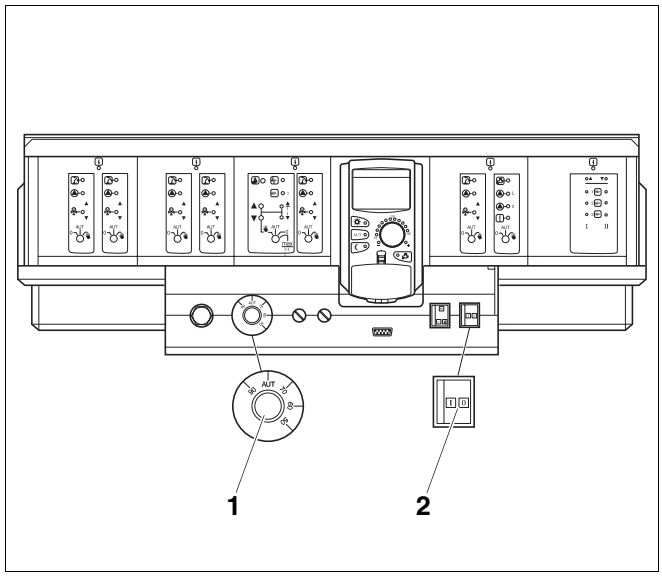

Afb. 34 Regelsysteem Logamatic 4000
- Plaats, voor de ontstoring, de bedrijfsschakelaar (afb. 34, **pos. 2**) in positie "0" (uit).
Stel, na een wachttijd van ca. 3 seconden de bedrijfsschakelaar (afb. 34, **pos. 2**) in positie "I" (aan). Als de brander niet start, nadat de bedrijfsschakelaar meermaals werd ingedrukt, (zie hoofdstuk 11 "Storingen verhelpen", pagina 58).